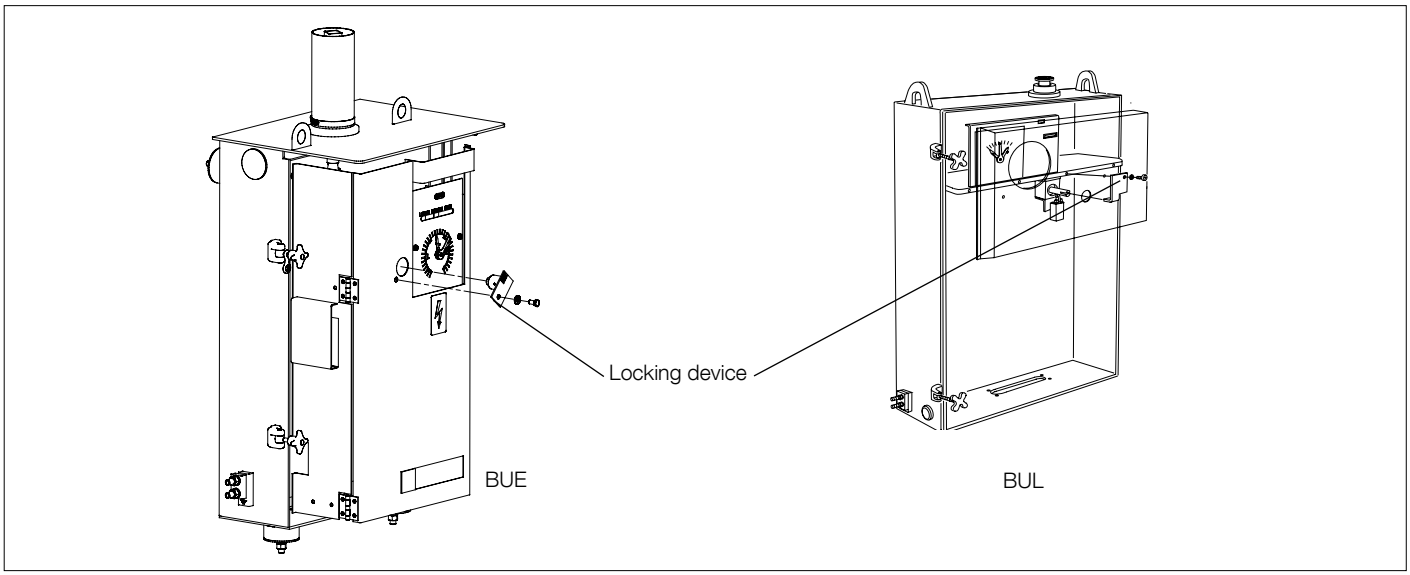

Fig. 50. Locking device for motor-drive mechanism.
2. Remove the locking device for the motor-drive mechanism; see Fig. 50.
Check the position of the motor-drive mechanism according to Fig. 30 (BUE) or Fig. 31 (BUL). Use the hand crank to adjust it to its exact position. Install the locking device on the motor-drive mechanism; see Fig. 50.